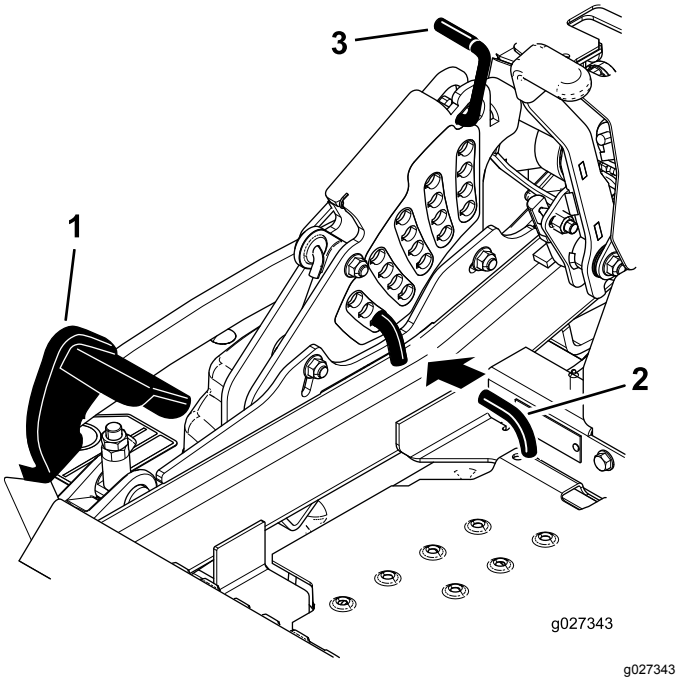

Figuur 92
5. Trap het maaidekpedaal helemaal in zodat het maaidek wordt vergrendeld in de transportstand van 14 cm (Figuur 92).